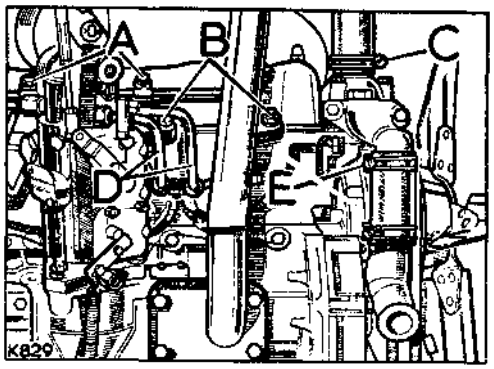

**Fig. A2-80. View of engine, RH side, front**
8. At RH side of engine carry out the following procedure, referring to Fig. A2-80 for location details: